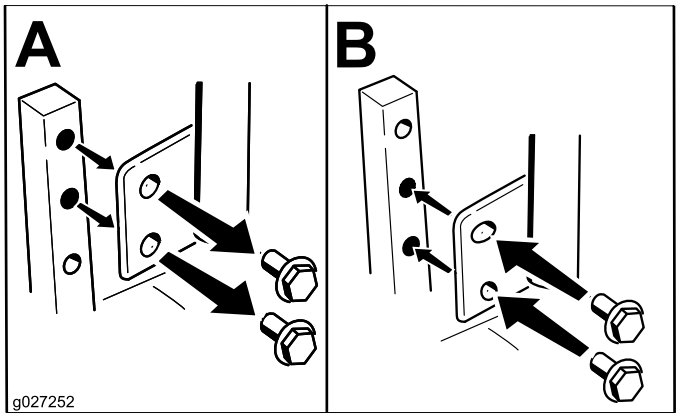

Figuur 12
U kunt de rijhendels hoger of lager afstellen, voor meer comfort (Figuur 12).
2. Draai de onderste bout los totdat u de rijhendels naar voren of naar achteren kunt bewegen (Figuur 12).